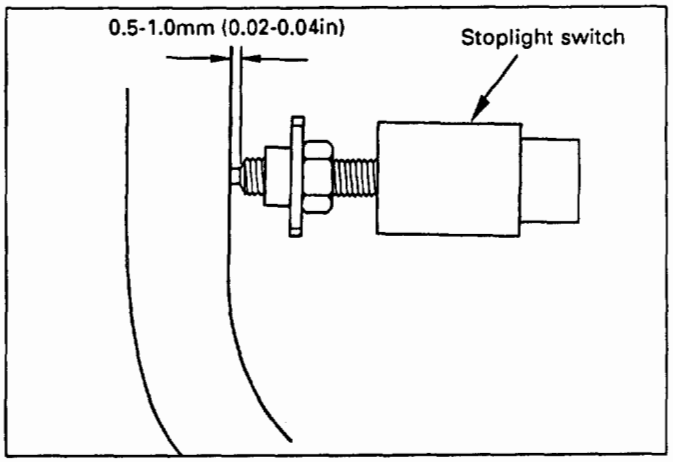

Fig. 8-121
3. Turn the switch counterclockwise until the space between the tip of the threaded portion and the pedal arm is 0.5 to 1.0mm (0.02 – 0.04in.) (Fig. 8-121)